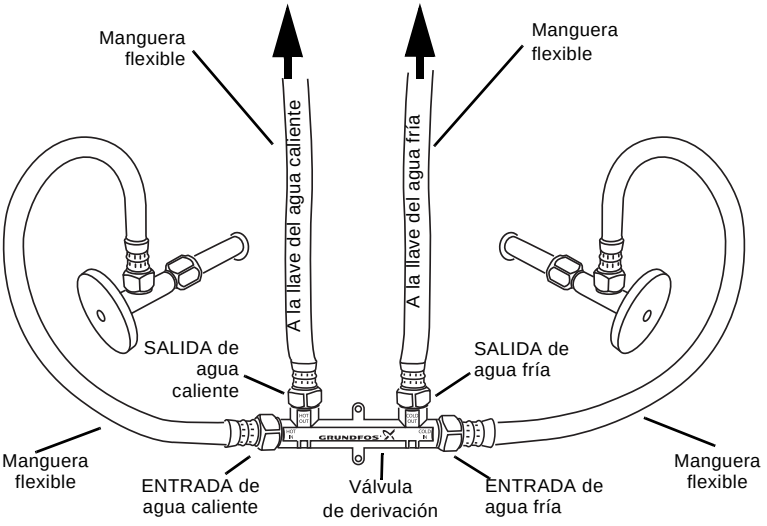

Fig. 5 Conexión de la válvula de derivación, las mangueras flexibles y los conectores
1. Conecte las mangueras flexibles a los puertos de la válvula de derivación con las marcas "HOT OUT" (Salida de agua caliente) y "COLD OUT" (Salida de agua fría). Consulte la fig. 5.
2. Conecte las mangueras flexibles a los puertos de la válvula de derivación con las marcas "HOT IN" (Entrada de agua caliente) y "COLD IN" (Entrada de agua fría). Consulte la fig. 5.
3. Conecte el conector para manguera del puerto "HOT OUT" (Salida de agua caliente) de la válvula de derivación al lado izquierdo de la llave. Consulte la fig. 5. Si se conecta a un accesorio de 3/8 ", use adaptadores. Los adaptadores se incluyen con las bombas con un código de fecha de producción de 1841 [PC (año) (semana)] o posterior en la la placa de datos de la bomba.
4. Conecte el conector para manguera del puerto "COLD OUT" (Salida de agua fría) de la válvula de derivación al lado derecho de la llave. Consulte la fig. 5. Si se conecta a un accesorio de 3/8", use adaptadores. Los adaptadores se incluyen con las bombas con un código de fecha de producción de 1841 [PC (año) (semana)] o posterior en a placa de datos de la bomba.
5. Conecte el conector para manguera del puerto "HOT IN" (Entrada de agua caliente) de la válvula de derivación a la válvula de corte en ángulo del lado izquierdo. Consulte la fig. 5.
6. Conecte el conector para manguera del puerto "COLD IN" (Entrada de agua fría) de la válvula de derivación a la válvula de corte en ángulo del lado derecho. Consulte la fig. 5.